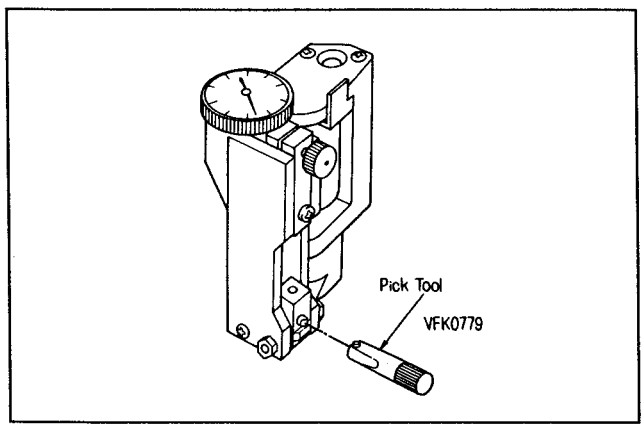

Fig. 2 Pick Tool
2. Set the pick of center drum replacement tool to vertical position by using the pick tool as shown in figure 2 and 3.